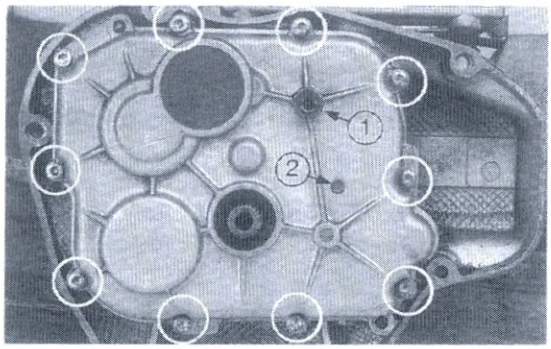

Bild 154
- Schraube ① Bild 154 der Leerlauf-Arretierung ausdrehen. Es folgen Feder und Kugel.
- Verschlussblech der Bohrung ② Bild 154 mit passendem Dorn herausschlagen.